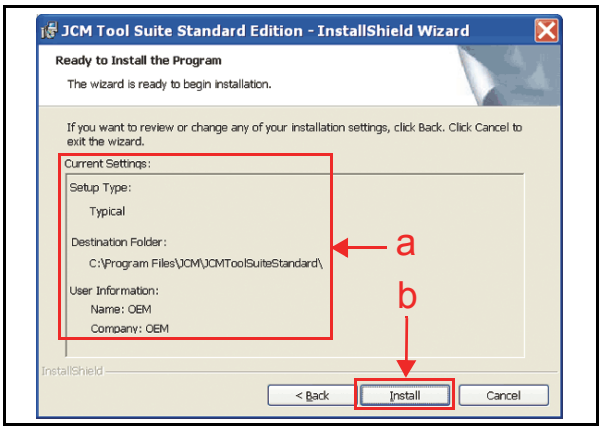

Figure 6-7 Current Settings Confirmation
6. Check the "Current Settings:" area (See Figure 6-7 a) and then Mouse-click on the "Install" Screen Button (See Figure 6-7 b) to start the installation.